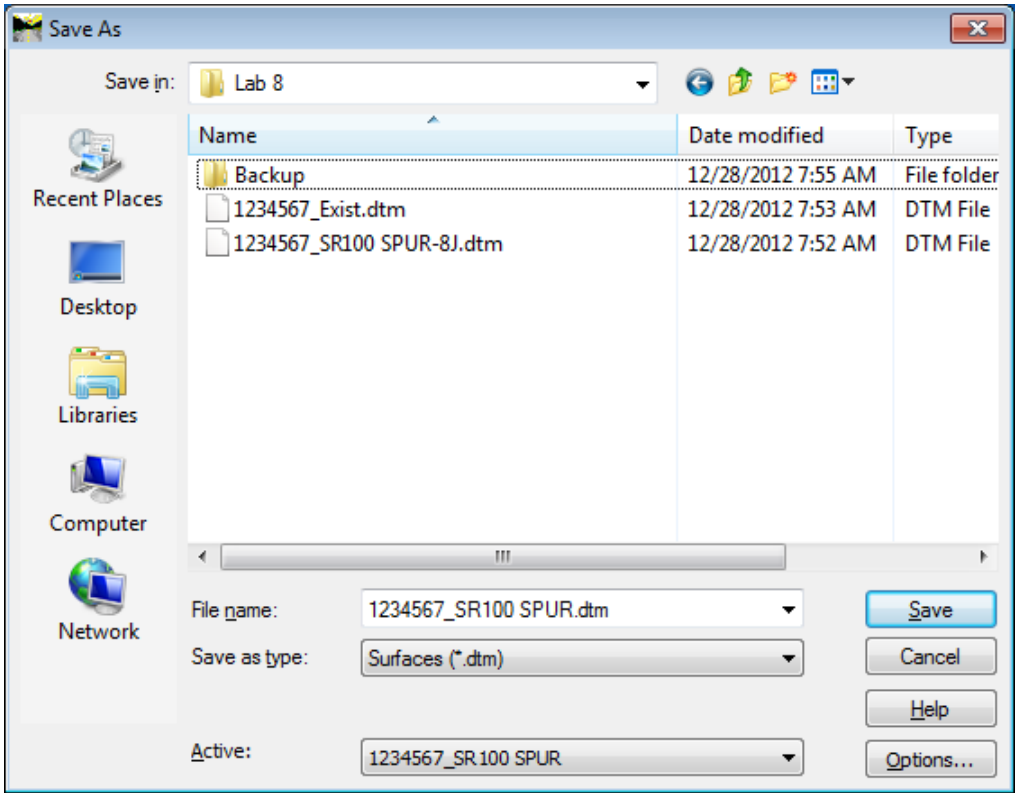

Figure L8-88 Save As
- Ensure your entries match those shown in *Figure L8-88*.